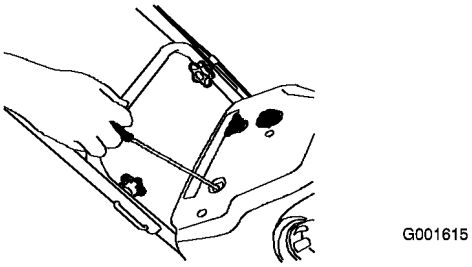

Figure 14
4. Tirez sur la poignée du lanceur (Figure 14).